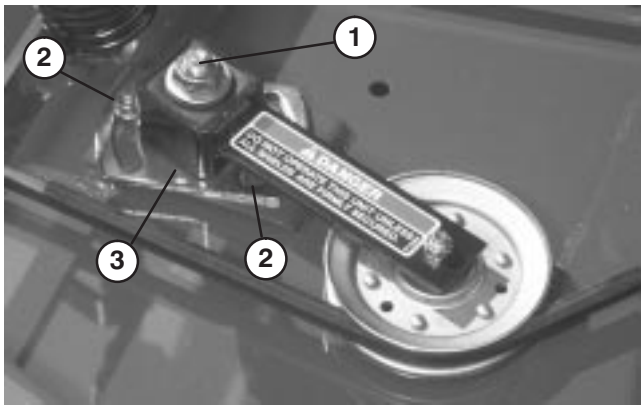

Figure 35
ADJUSTING IDLER PULLEY (Fig. 35)
3. Loosen two nuts securing idler plate in place. Using a socket and torque wrench, tighten the idler adjusting nut to 35−40 ft−lb. (Fig. 35).